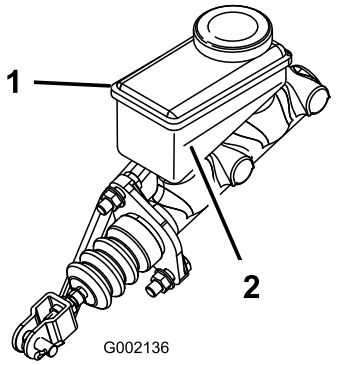

**Figur 44**
3. Titta på sidan av behållaren. Nivån bör ligga ovanför miniminivålinjen (Figur 44). Om vätskenivån är låg ska du göra rent runt locket, ta av locket och fylla på behållaren tills vätskenivån är ovanför miniminivålinjen. Fyll inte på för mycket.